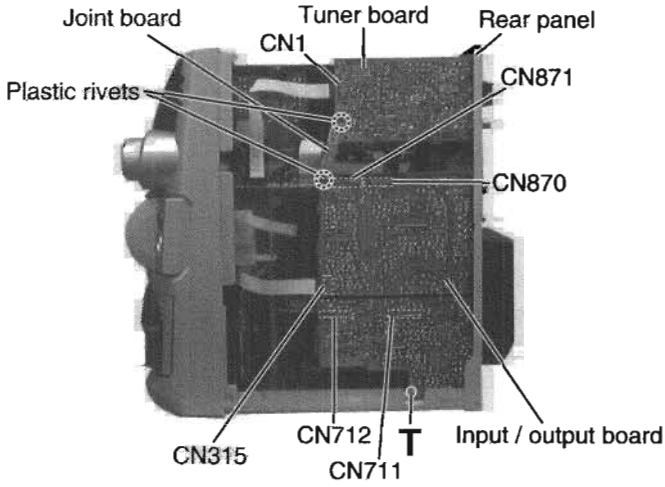

Fig.21
■Removing the tuner board (See Fig.21 and 22)
■Removing the input / output board (See Fig.21 and 22)
8. Remove the tuner board in case of necessity (Refer to Fig.21 and 22).
1. Remove the input / output board (Refer to Fig.21 and 22).